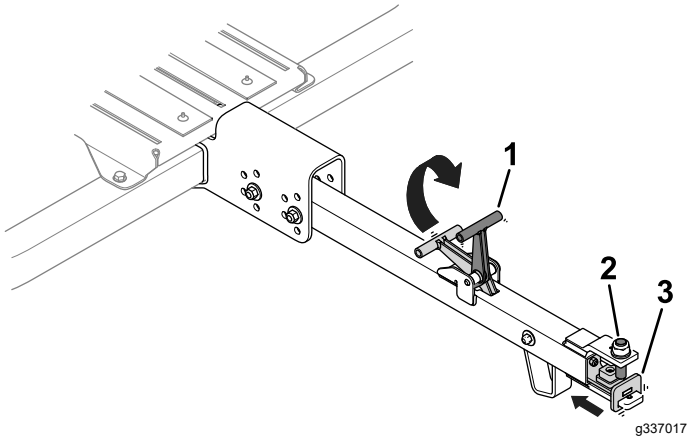

Figuur 26
1. Til de handgreep van de koppelinrichting op (Figuur 26).